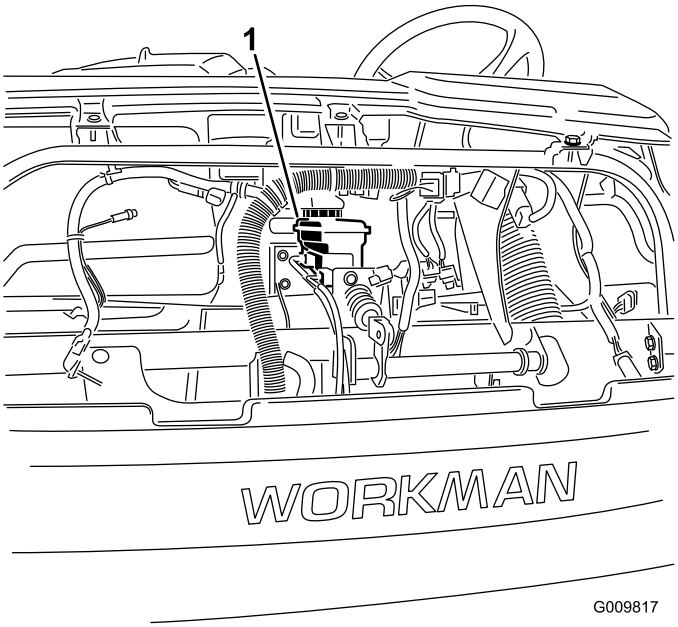

**Figur 24**
**Obs:** Du kan ta bort behållarens huv från maskinens framsida (Figur 24).